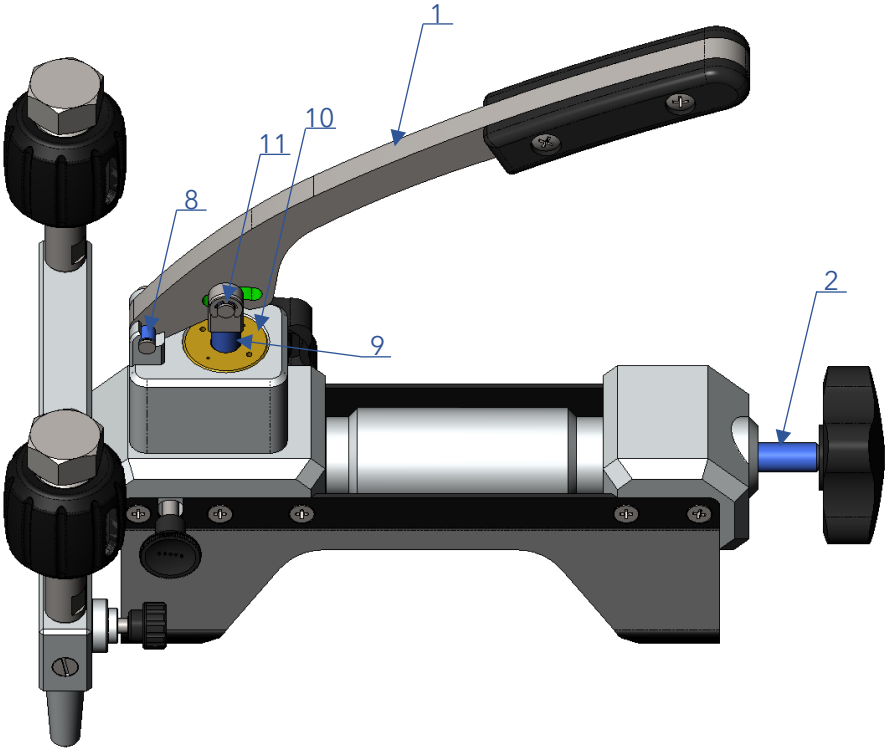

Рисунок 3 – Поверхности насоса, подлежащие смазке:
1) возрастание требуемого усилия или появление характерного звука трения металла по металлу при наборе давления рукоятью пневматического насоса ① (см. рис. 3);
Замена смазки на наружных трущихся поверхностях насоса производится в нижеследующем порядке (см. рис. 3).
1. Вращением против часовой стрелки выкрутите винт ② до упора (см. рис. 3).
4. Вращая ручку винта по часовой стрелке, задвиньте винт ② до упора. При ввинчивании регулировочного винта в латунную гайку смазка будет выдавливаться наружу – снимите её излишки.